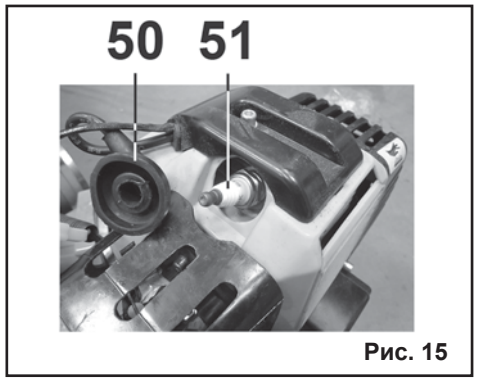

Рис. 15
8.2. Замена свечи зажигания (Рис. 15)